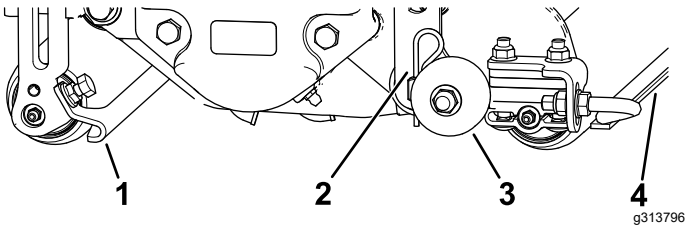

Figure 10
1. Desserrez les écrous à embase qui fixent les racloirs de rouleaux (Figure 10).
Avant d'abaisser les verticutters au sol ou de les déposer du groupe de déplacement, abaissez les rouleaux de transport (Figure 10) pour ne pas endommager les lames au contact de la surface dure.